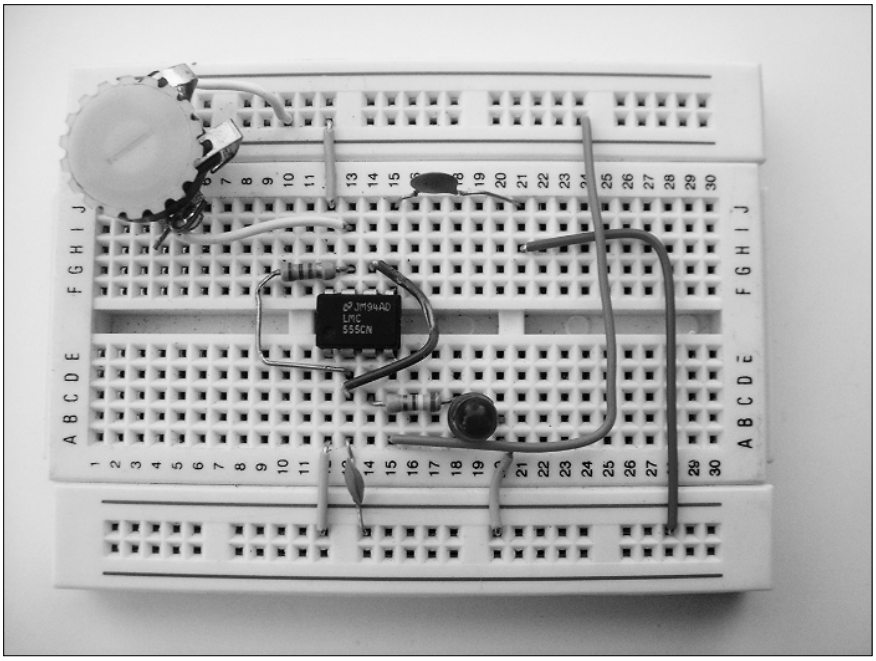

Figure 14-2: An LED flasher with parts mounted on a solderless board.
It's easy to build the LED flasher circuit. Use the schematic you see in Figure 14-2 as your guide. Note that we added a bit more space between components so that it's easier for you to see where all the parts go. You should usually build in a little bit of space, rather than squeezing things together, so you can see what you're doing.
3. **Insert the two fixed resistors, R2 and R3, into the board, following the schematic and the sample breadboard in Figure 14-2.**
4. **Insert the two capacitors, C1 and C2, into the board, following the schematic and the sample breadboard in Figure 14-2.**
Folks commonly refer to these wires as jumpers; most of the circuits you build will have at least one or two. Use the sample breadboard in Figure 14-2 as a guide to making these connections.